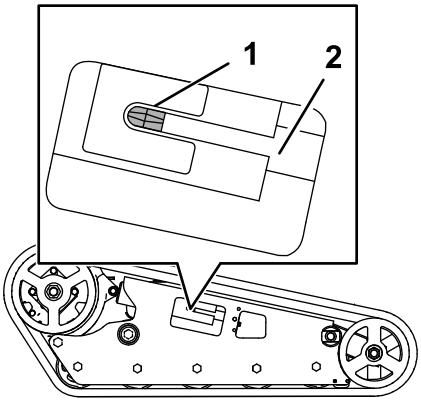

Рисунок 67
15. Поверните натяжной винт против часовой стрелки, пока он не дойдет до упора (Рисунок 67).